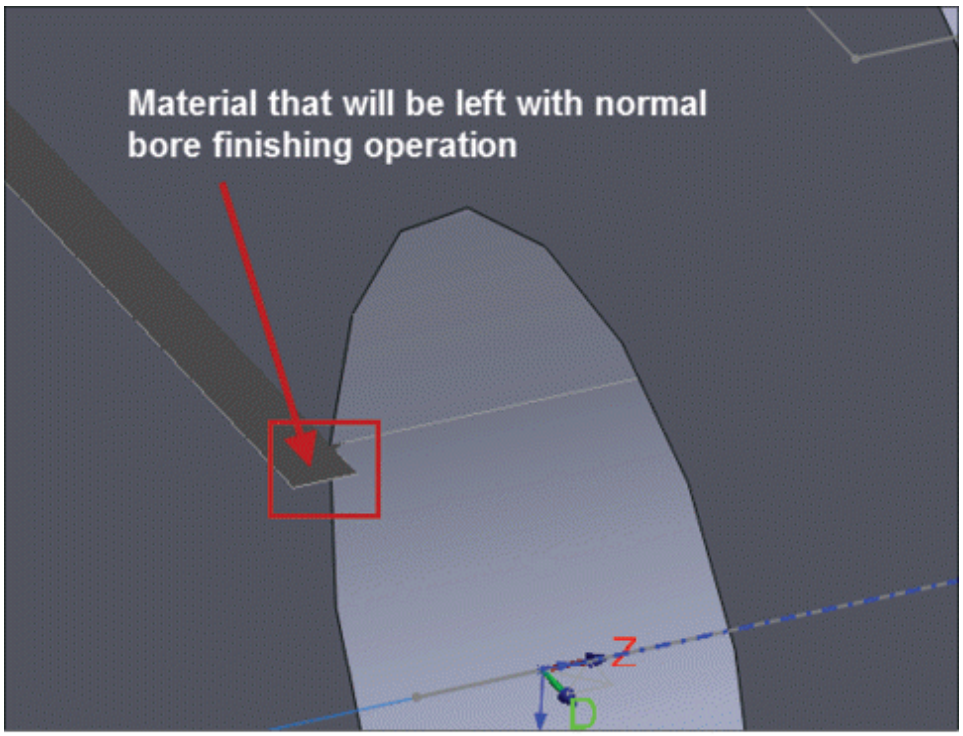

Figure-125. Material that could be left after boring
- If you click on **OK** button and create the toolpath now, then there will be some material left at the back face which need boring operation; refer to Figure-125. To solve this problem, we will set some extra lead out in the toolpath.